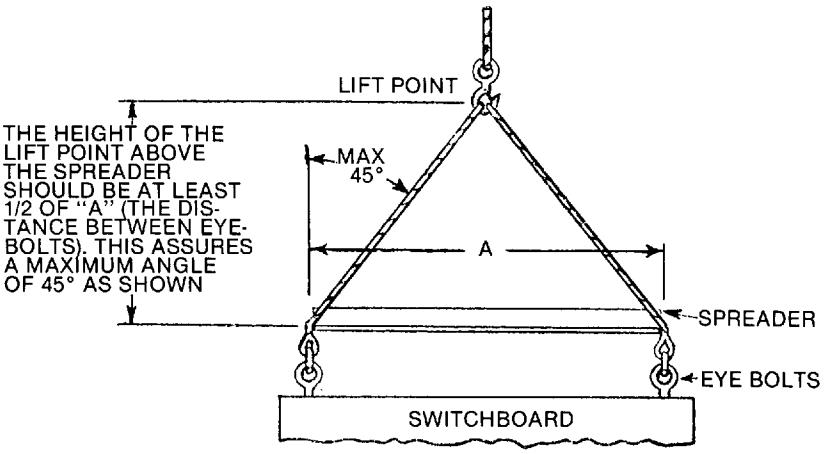
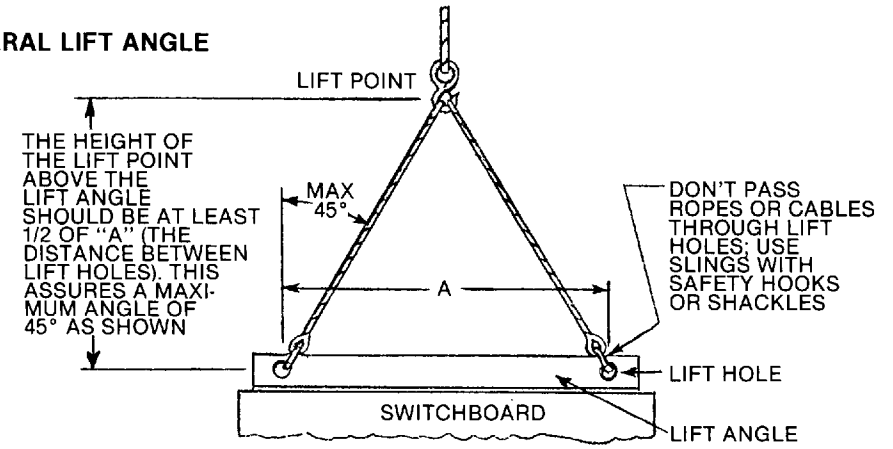

**Fig. 2**
**Fig. 3**
10. When it is necessary to move the switchboard between elevations without a suitable platform elevator, overhead hoisting may be required. Lifting plates and eye bolts (Fig. 1), or channels, angles, or bars with lift holes (Fig. 2) may be provided as a permanent or removable part of the switchboard. If they are not, cable, chain or band slings (Fig. 3) may be rigged around the switchboard.
a. Use spreaders (Fig. 1) or spanner bars (Fig. 3) to provide the vertical lift on eyebolts and lifting slings to avoid crushing or otherwise damaging the frame or its finish. Lifting bars on long lineups may require additional spreaders to reduce the horizontal compressive load.